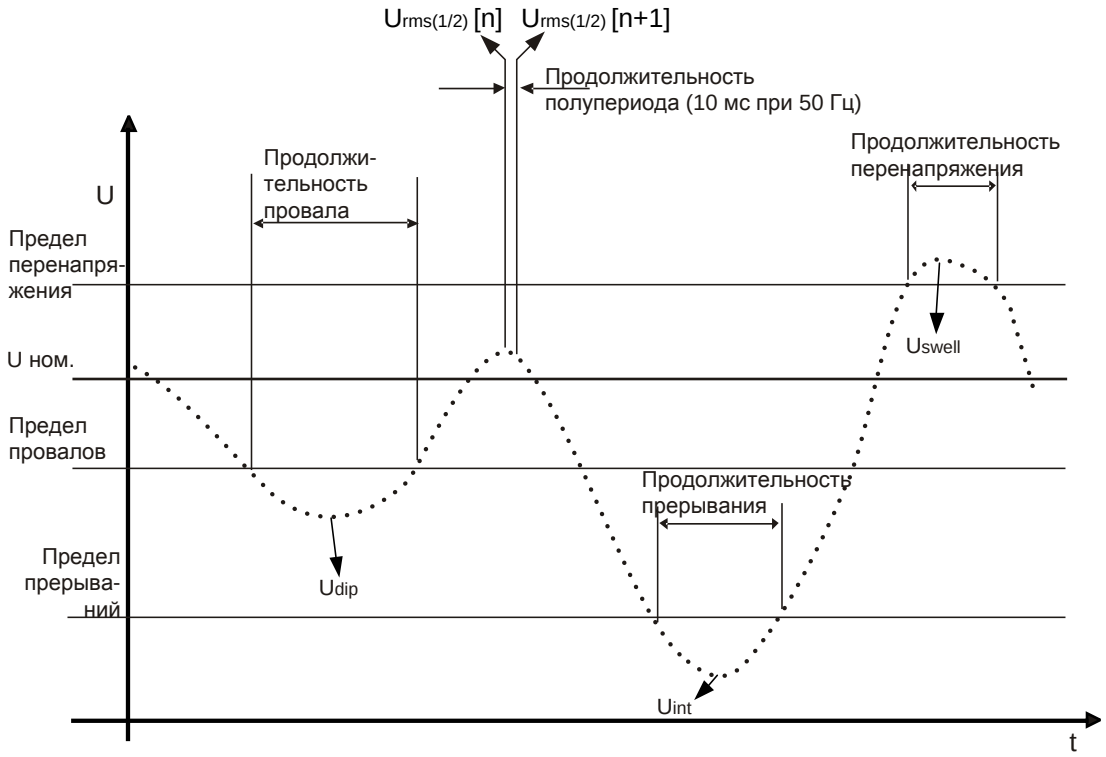

Рисунок 5.9 Определение событий, связанных с напряжением
- В однофазных системах провал напряжения начинается в тот момент, когда напряжение $U_{Rms½}$ падает ниже порога провала, и заканчивается в тот момент, когда напряжение $U_{Rms½}$ равно порогу провала плюс 2% напряжения гистерезиса, или превышает указанную величину (см. *Рисунок 5.9*).
- В однофазных системах перенапряжение начинается, когда напряжение $U_{Rms½}$ превышает порог перенапряжения, и заканчивается, когда напряжение $U_{Rms½}$ равно порогу перенапряжения плюс 2% напряжения гистерезиса, или превышает указанную величину (см. *Рисунок 5.9*).
- В однофазных системах прерывание напряжения начинается, когда напряжение $U_{Rms½}$ падает ниже порога прерывание напряжения и заканчивается, когда значение $U_{Rms½}$ равно порогу прерывания напряжения плюс 2% напряжения гистерезиса, или превышает указанную величину (см. *Рисунок 5.9*),